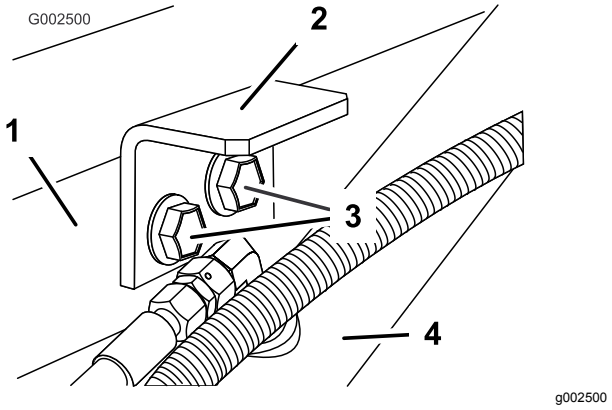

Figuur 8
3. Monteer de bevestigingsbeugels met behulp van de 2 bouten en flensmoeren die u eerder hebt verwijderd (Figuur 8).